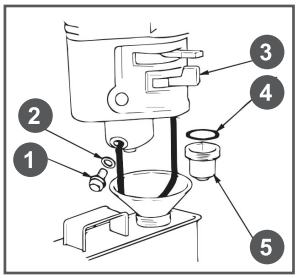

Рис. 20 Обслуживание фильтра-отстойника
3. Открутите сливной болт 1 и слейте топливо из карбюратора (Рис. 20).
5. Открутите стакан отстойника 5 и промойте его (Рис. 20).
1. Слейте топливо из топливного бака и карбюратора (Рис. 20).